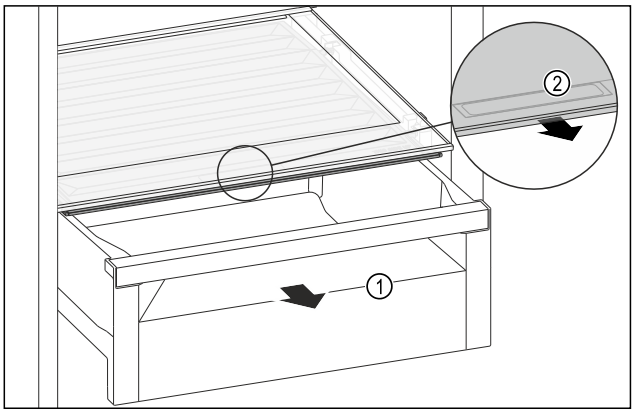

Fig. 156
▶ Schuifvak *Fig. 156 (1)* uittrekken.
▶ Greeplijst *Fig. 156 (2)* op het vakdeksel vastpakken en het vakdeksel gelijktijdig naar voren trekken.